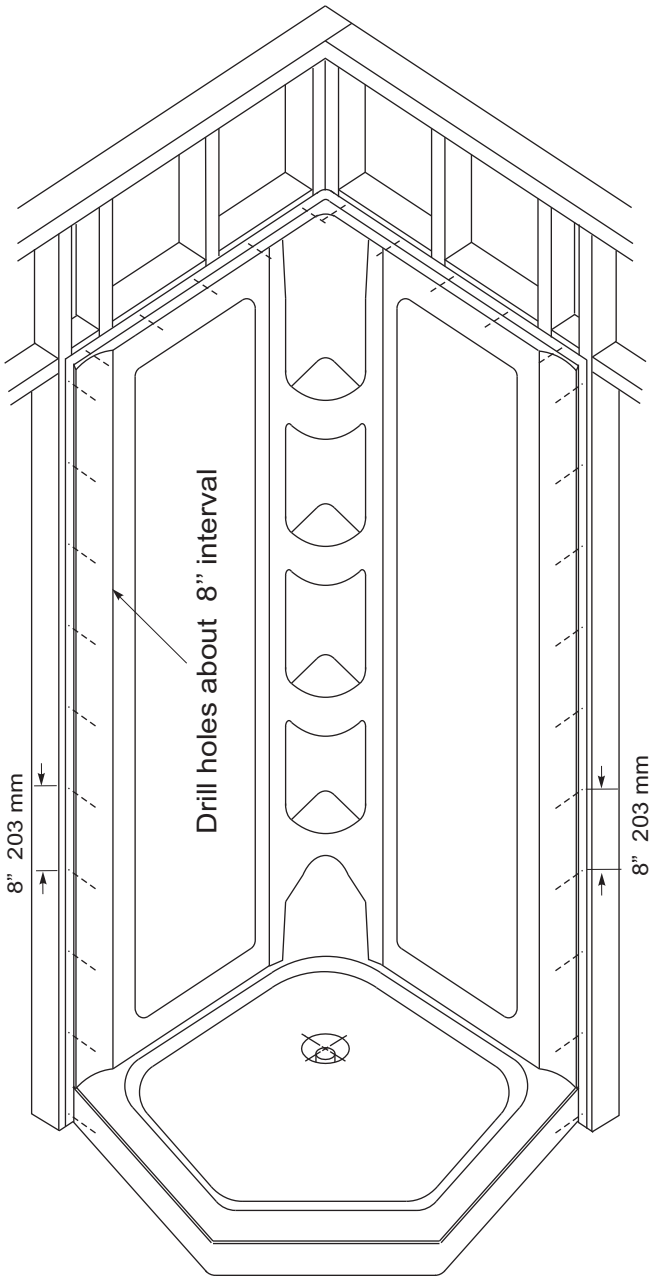

FIGURE 2 - FASTENING THE UNIT
9. Drill 1/8" (3mm) holes at approximately 8" (200mm) intervals around the flanges as shown Figure 2.The holes should go just through the fibreglass.